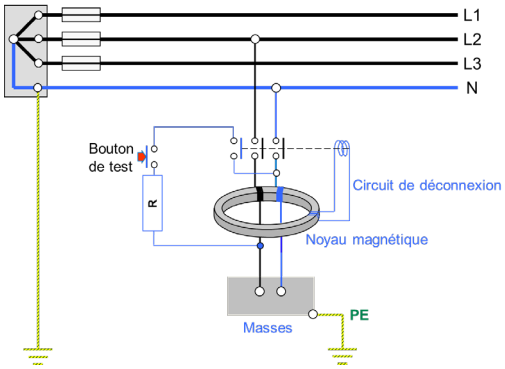

Figure 6 : fonctionnement d'un interrupteur différentiel type A
- Tous les conducteurs actifs sont enroulés autour d'un noyau magnétique ((Figure 6). Tant que la somme des courants est zéro, rien ne se passe.